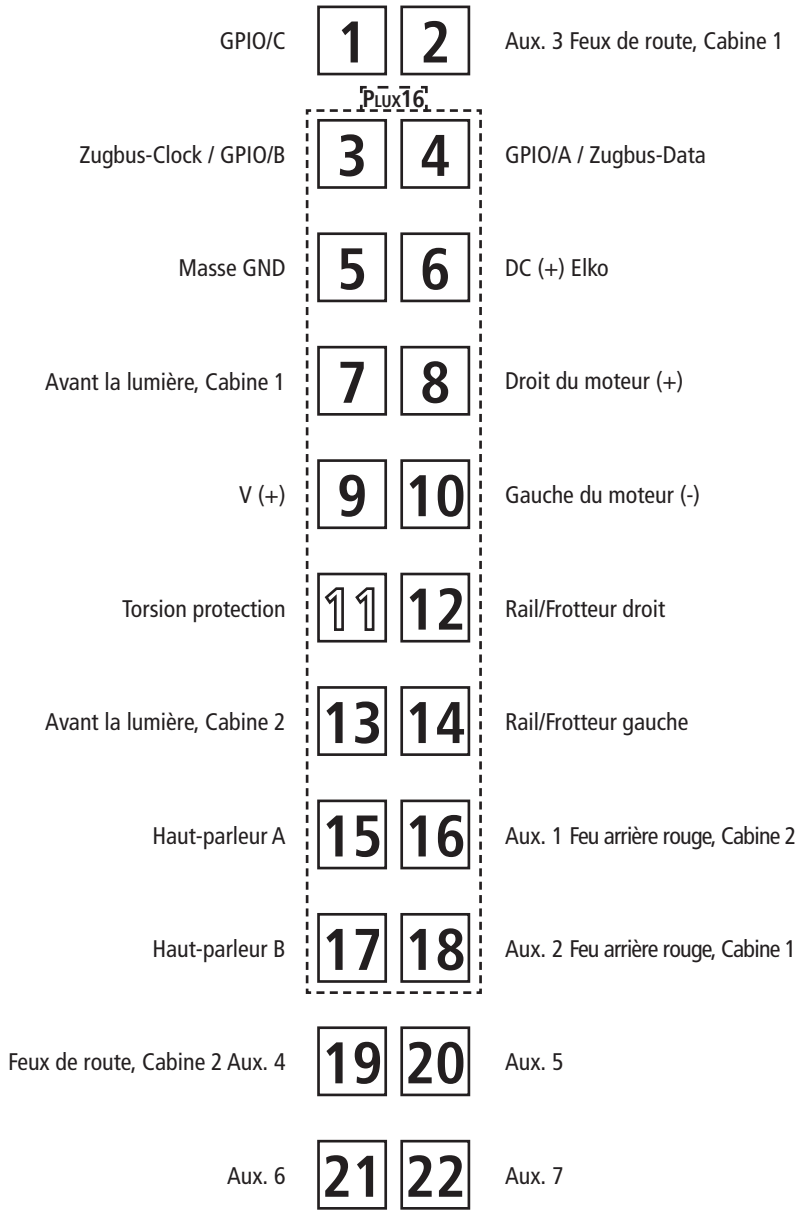

Fig. 5
1. Reinigung der Radstromkontakte: Radstromkontakte können auf unsauberen Schienen leicht verschmutzen. Entfernen Sie **vorsichtig** mit einem kleinen Pinsel **den Schmutz** an den in Fig. 5 gekennzeichneten Stellen.
1. Nettoyage des lames de courant aux roues: Les lames de contacts risquent de s'encrasser rapidement sur des voies poussiéreuses. Veuillez **enlever la poussière** aux endroits marqués à la fig. 5 à l'aide d'un petit pinceau souple.